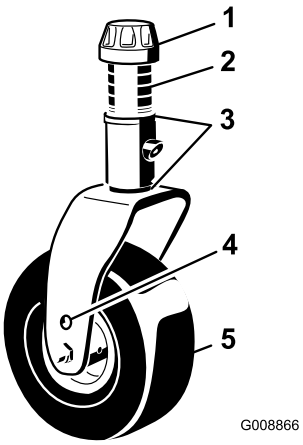

Figur 105
1. Fjern spennhetten fra spindelakselen, og før spindelen ut av styrearmen (Figur 105).